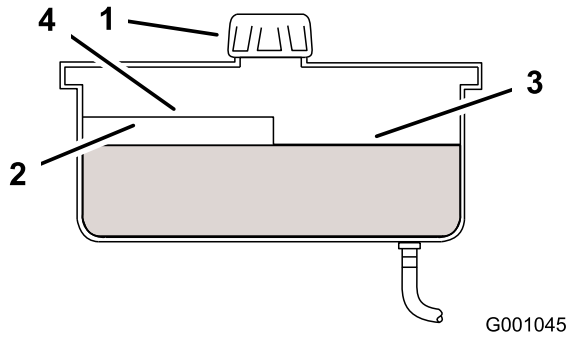

Figur 68
2. Rengør området omkring hydrauliktankens påfyldningsstuds (Figur 68).
3. Fjern hætten fra påfyldningsstudsen. Kig i tanken for at se, om der er væske i beholderen (Figur 68).
Bemærk: Væskestanden skal nå op til toppen af varm-niveauet på pladen, når væsken er meget varm (Figur 68).